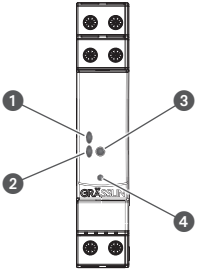

Abb. 2: Anzeige- und Bedienelemente
Funktion Tasten (Abb. 2 ❸ und ❹)